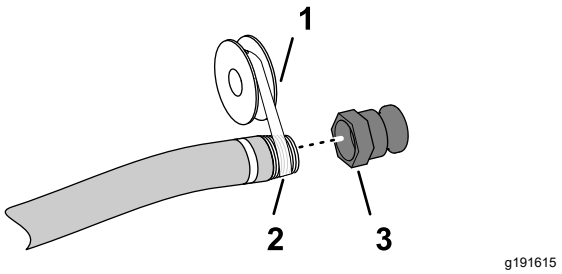

Bild 4
5. Tragen Sie PTFE-Gewindedichtungsmittel auf das Gewinde des Füllschlauch-Anschlussstücks auf (1") (Bild 4).
6. Schrauben Sie die Schnelltrennkupplung auf den Füllschlauch und ziehen sie mit der Hand fest (Bild 4).